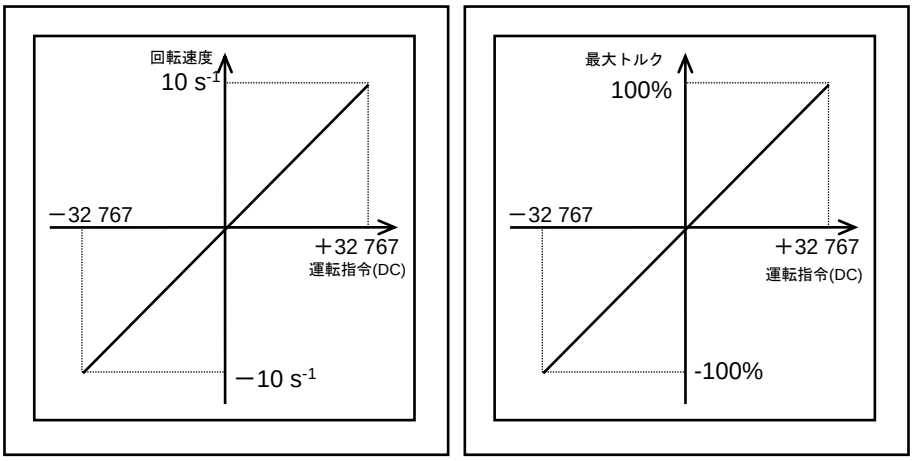

図 6-24：通信運転指令とモータ回転速度および出力トルク
- DC 命令のデータと回転速度および出力トルクの関係は図 6-24 のとおりです.